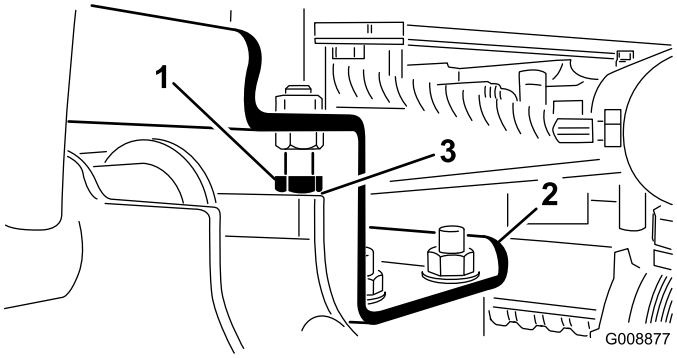

**Figur 11**
A. Flytta stoppbultarna bakåt (Figur 11).
2. Kontrollera att spelet mellan varje lyftarm och stoppbult är 0,13–1,02 mm (Figur 11). Om spelet inte ligger mellan dessa mått justerar du stoppbultarna så att ett spel skapas.